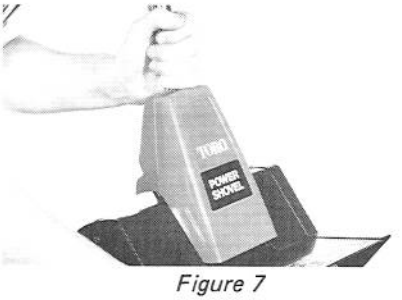

Figure 7
14. Tenez les connecteurs à plat contre la tête motorisée et glissez le support du manche par-dessus la tête motorisée. Assurez-vous que les rainures du support du manche s'adaptent aux nervures de la tête motorisée (Fig. 7) et que le cordon d'alimentation est correctement placé.